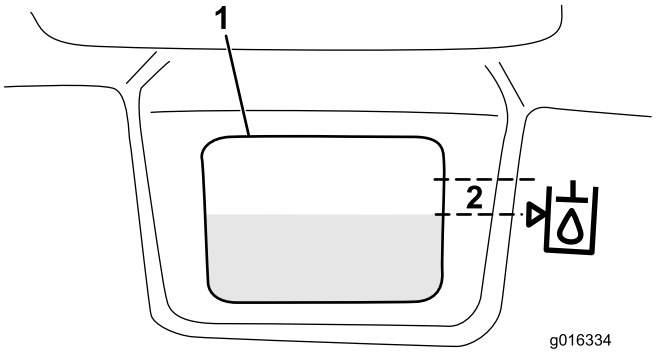

Figur 32
3. Fyll beholderen langsomt med passende hydraulisk væske til nivået er ved eller ikke mer enn 6 mm fra pilen i symbolet ved siden av det hvite vinduet foran beholderen (Figur 32). Ikke fyll på for mye.